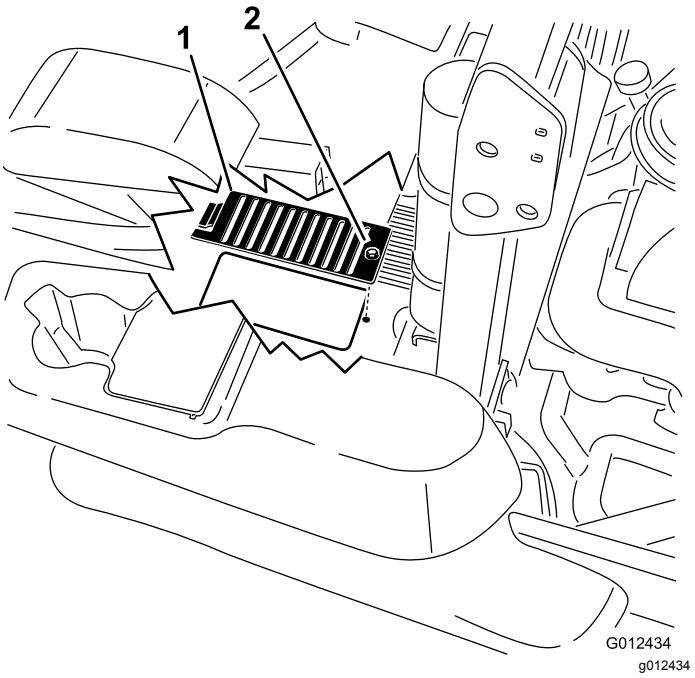

Figur 79
6. Ta bort skyddet och dess skruv ovanför varje oljesticka. Rengör runt varje oljesticka och hydraulenhet (Figur 79).